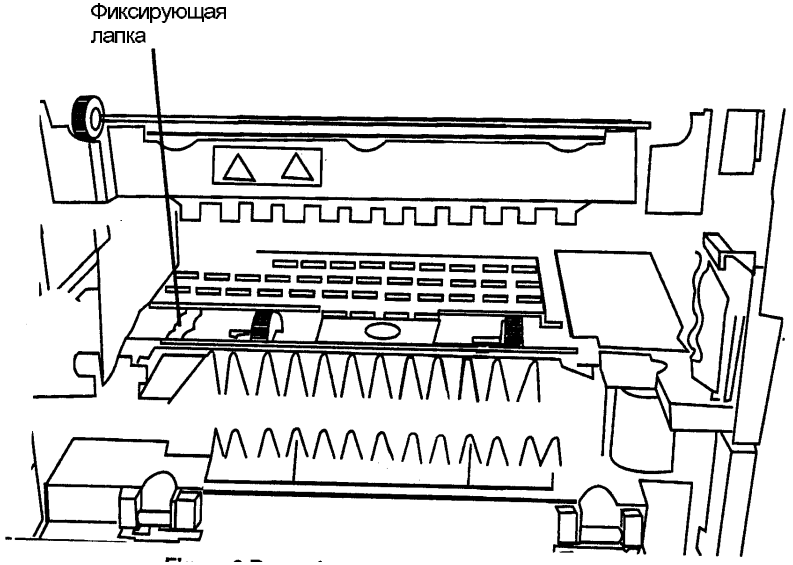

Рис. 2. Демонтаж шестерни сектора лотка 1
5. Снимите шестерню сектора (Рис. 2).